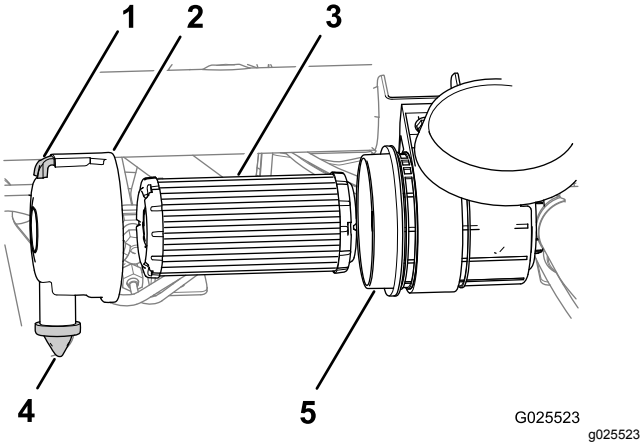

图40
1. 向外拉出闩锁逆时针旋转空气滤清器盖图40。
3. 从外壳卸下空气滤清器图40。
4. 将空气滤清器盖和外壳的内部擦拭干净图40。
5. 从滤清器盖取下橡胶防尘阀图40。
6. 清洁位于空气滤清器盖内的排污口、防尘阀腔并更换防尘阀图40。
8. 插入新滤芯方法是轻轻按住滤芯的外缘将它压入空气滤清器外壳中图40。
9. 从盖子的左端看时将空气滤清器盖与防尘阀在 6 点钟位置对齐图40。
10. 固定空气滤清器盖的闩锁图40。